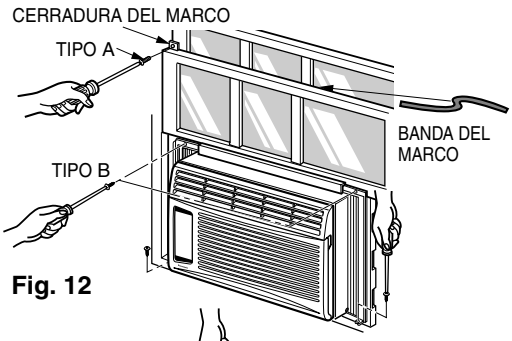

Fig. 12
Extienda los paneles para rellenar los orificios de la ventana usando los 4 tornillos (TIPO B) como en la Fig. 12.
a. Corte la banda del marco del mismo ancho de la ventana. Coloque la banda del marco entre el vidrio y la ventana para prevenir la penetración al cuarto de insectos y aire, como en la Fig. 12.
b. Atornille la cerradura del marco usando un tornillo TIPO A, como en la Fig. 12.